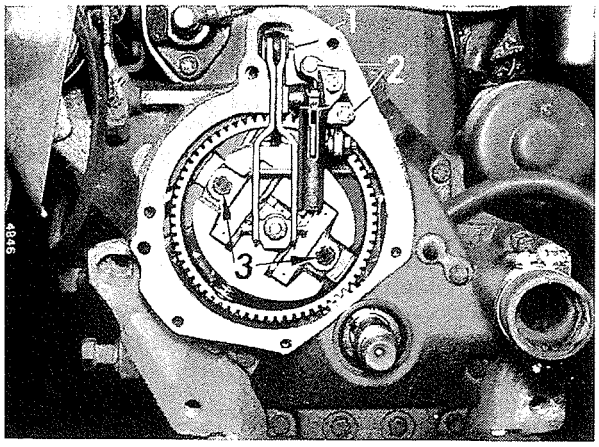

Bild 24
Den Regler abnehmen, indem der Kopfstift aus Haupthebel (1) Bild 24 und die beiden Schrauben der Einstellplatte (2) sowie die beiden Schrauben des Gewichtsträgers (3) entfernt werden.